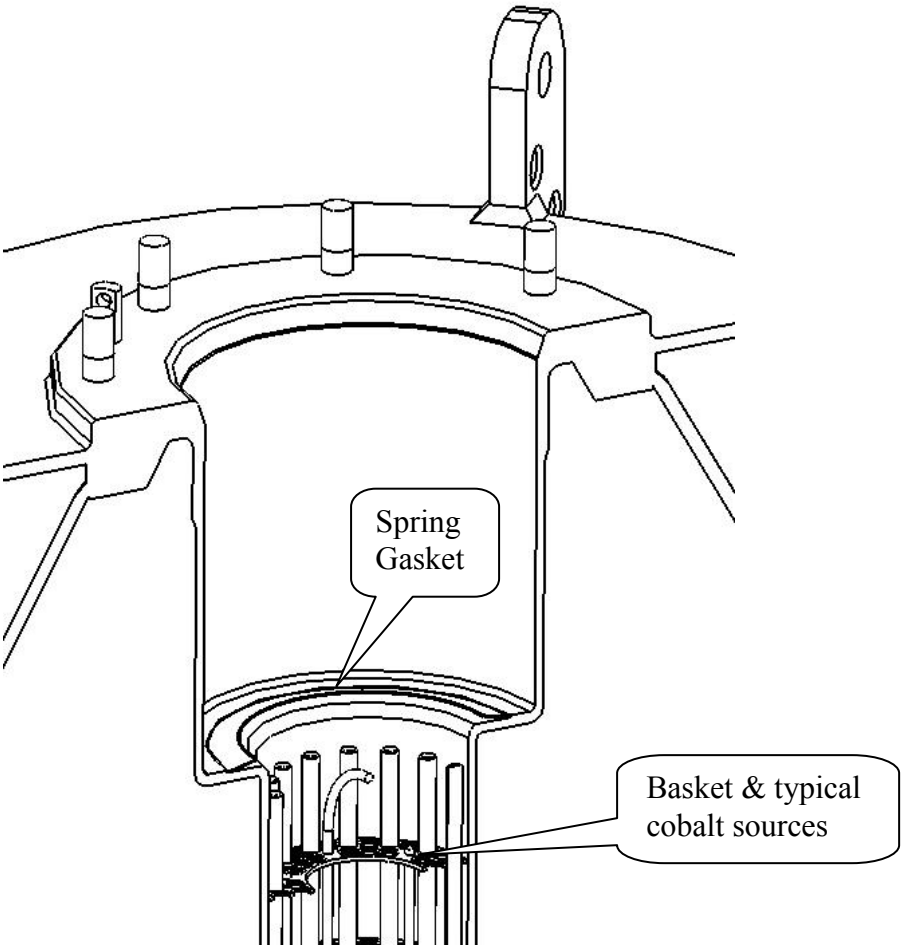

Figure 21: Spring gasket located in register
- Load basket into flask and, for non-Special Form contents only, check spring gasket is sitting in its location (figure 21).